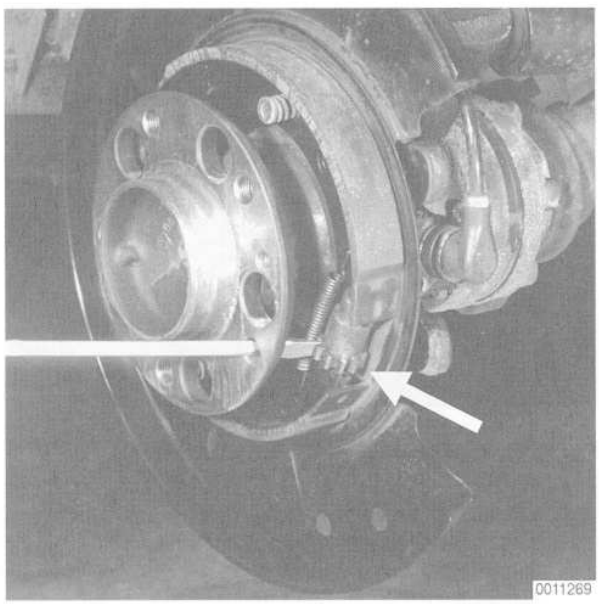

Fig. 17. Parking brake adjuster (**arrow**) being turned using screwdriver. Rear wheel and brake rotor shown removed.
5. Using a screwdriver, turn the adjuster to expand the brake shoes until the road wheel can no longer turn, then back the adjuster off about eight (8) notches. Repeat the procedure on the other rear wheel. See Fig. 17.